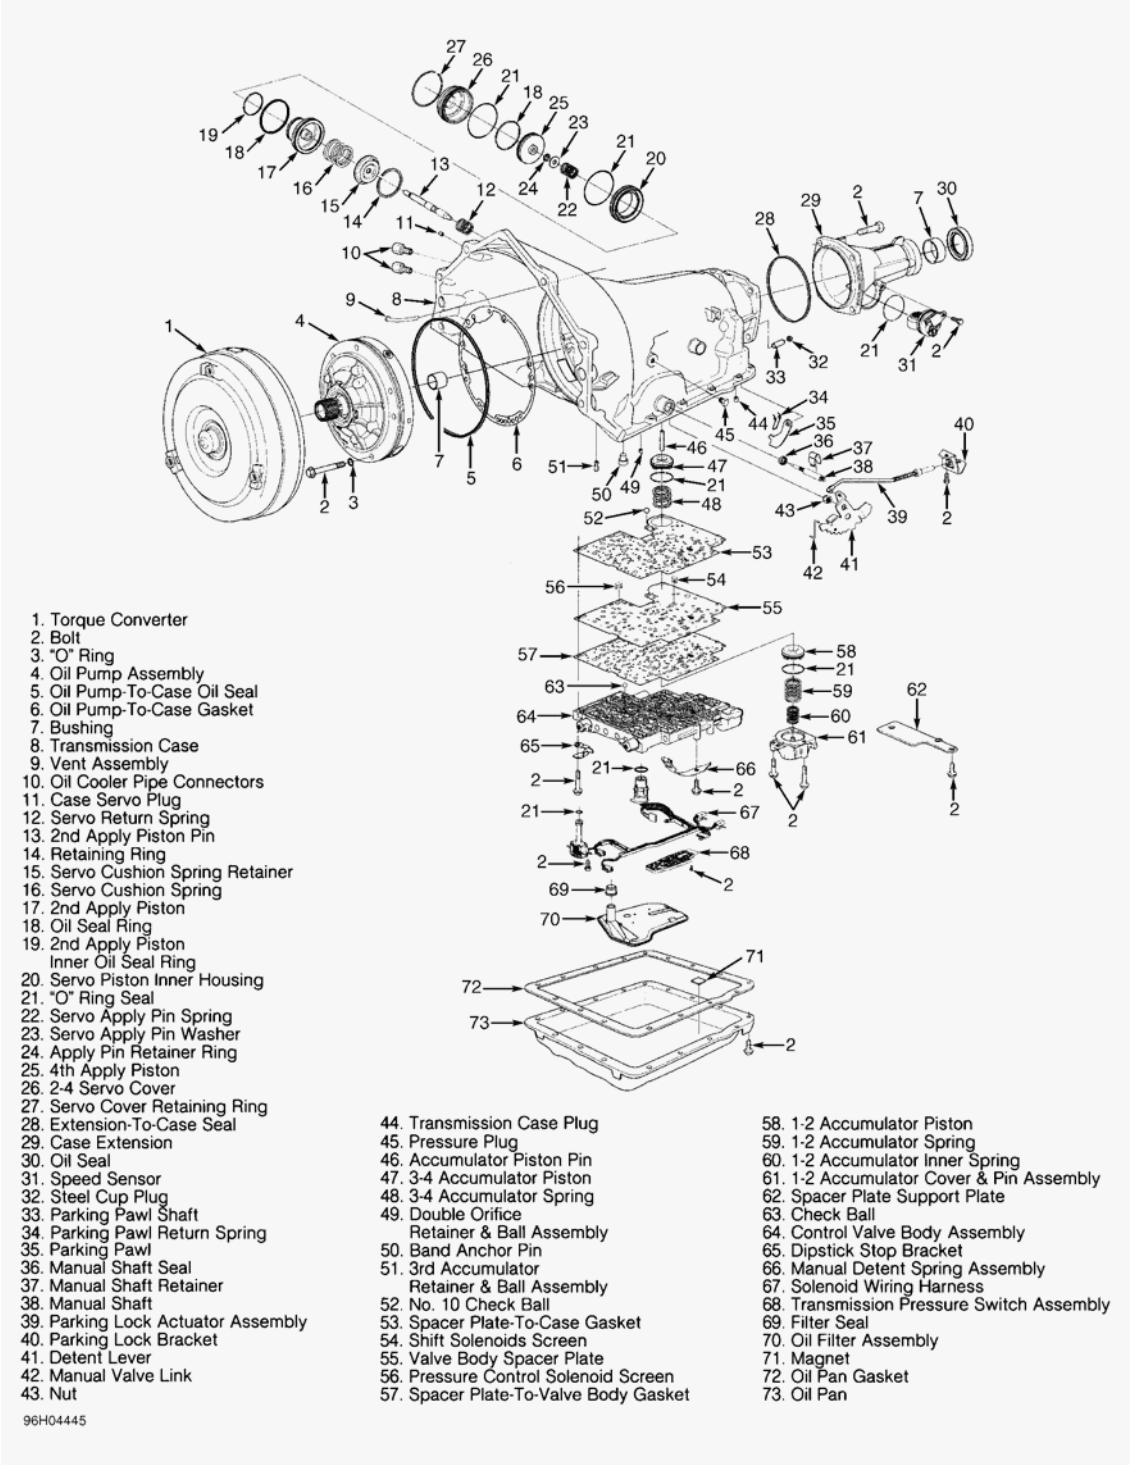

Fig. 16: Exploded View Of 4L60-E Transmission External Components
Remove speed sensor retaining bolt. Using Puller (J-38417), remove speed sensor assembly and "O" ring. See **Fig. 16** . Remove extension housing and seal. Remove output shaft sleeve and "O" ring (if equipped). Remove speed sensor rotor from output shaft (if necessary). Install Gear Puller (J-21427-01) and Adapter (J-8433) on rotor. Pull rotor from output shaft.
1. Remove solenoid retaining bolts. Remove solenoid and "O" ring. Remove wiring harness, and note location for reassembly reference. Carefully remove accumulator cover retaining bolts, 1-2 accumulator cover and pin assembly. See **Fig. 16** .
1. Remove band anchor pin from case. See **Fig. 16** . Remove 2-4 band assembly from case. Remove input sun gear. See **Fig. 17** .
1. Remove parking lock bracket retaining bolts. Remove lock bracket. Using screw extractor, remove shaft plug. Remove parking pawl shaft, parking pawl and return spring if necessary. See **Fig. 16** .
Remove manual shaft nut. Remove manual shaft and retainer. Remove parking lock actuator assembly and inner detent lever. Remove manual shaft seal from transmission case. See **Fig. 16** .